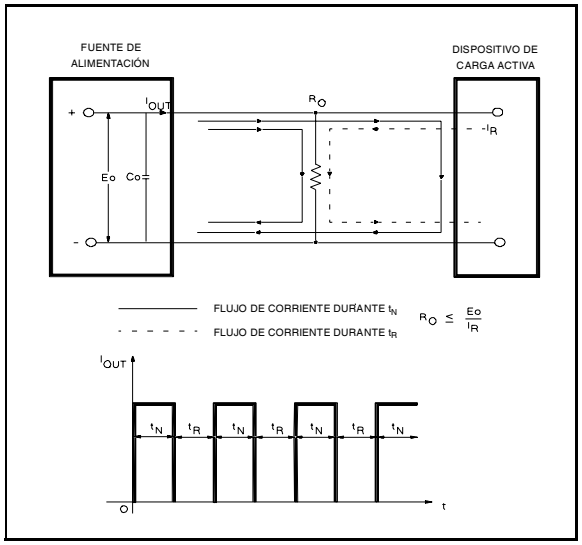

Figura 4. Solución para las cargas de corriente inversa
Corriente de retorno de +6 V. El circuito de protección de sobrecargas y cortocircuitos de la salida de +6 V reduce la limitación de la corriente de salida según se va reduciendo la tensión del terminal de salida. (En la Figura 4 se delimita el ámbito de funcionamiento de la salida de +6 V mediante unas líneas gruesas.) La corriente nominal máxima de salida es de 2,5 A y la limitación de corriente viene ajustada de fábrica para que funcione a 2,75 A ± 5% cuando la salida es de 6 voltios. A tensiones de salida inferiores, el circuito reduce linealmente la corriente máxima de salida que se puede obtener hasta que haya un flujo de 1 A ± 15% cuando se puentea la salida. No se puede ajustar la corriente de cortocircuito.
Durante el funcionamiento real de las salidas de ±20 V y +6 V, si un cambio de la carga hace que se sobrepase la limitación de corriente, se encenderá el indicador LED de sobrecarga (OL). Si se producen condiciones de sobrecarga, las fuentes de ±20 V protegerán la carga limitando la corriente a 0,55 A, y la fuente de +6 V protegerá la carga reduciendo simultáneamente la tensión y la corriente a lo largo del emplazamiento de retorno, tal y como se muestra en la Figura 4. Las fuentes de ±20 V y +6 V se restablecen automáticamente, es decir, cuando se elimina o corrige la sobrecarga, la tensión de salida se restablece automáticamente al valor previamente ajustado.